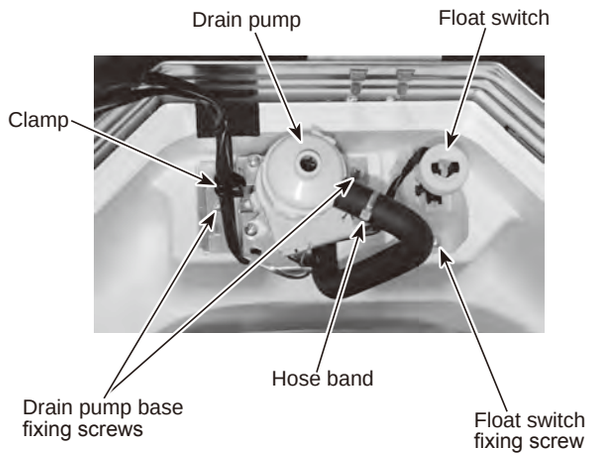

Figure 6
(7) Remove the drain pump (tapping screw: 3 screws). (See Figure 6)